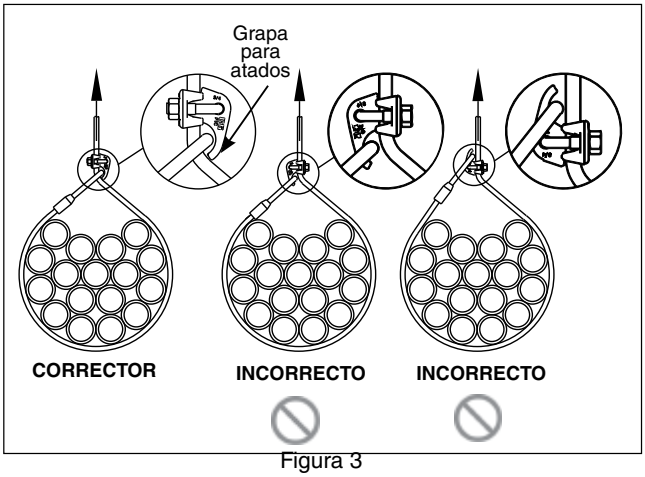

Figura 3
- **No use la grapa para atados para formar un enganche. (ver Figura 3).**
3. Luego de la carga inicial, instale la grapa para atados en la orientación correcta, con la parte curva (la punta de la grapa para atados) sobre el ojo de la eslinga. Inserte el perno en U a través de la grapa para atados. Coloque correctamente la base sobre el perno en U e instale las tuercas (ver Figura 3). Use una llave de torque para un ajuste parejo, alternando una tuerca y la otra hasta que la parte curva asiente en el cable y en la base de la grapa y se alcance la torsión recomendada (ver Tabla 1).